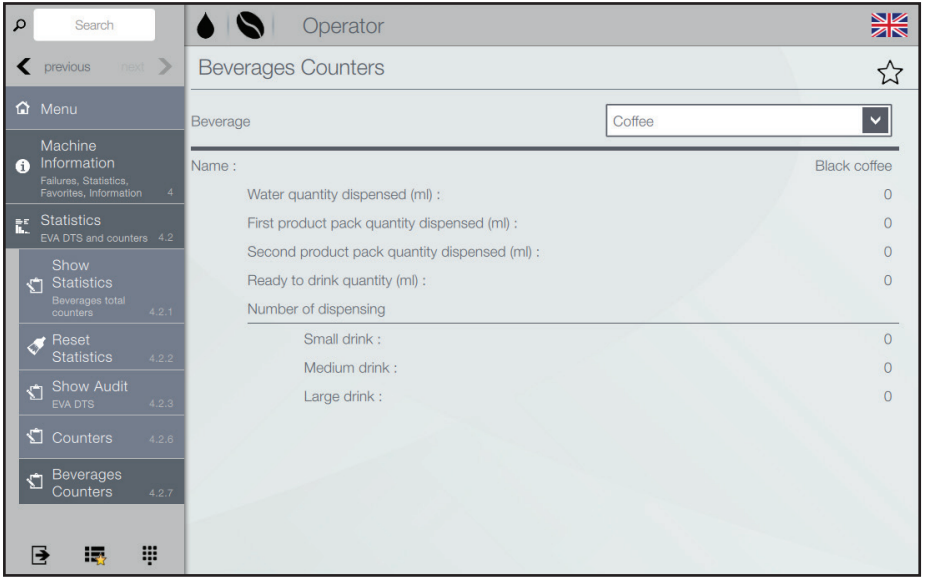

Fig. 6.15- Contoare băuturi
- Atingeți meniul vertical „Băuturi" pentru a selecta băutura dorită (fig. 6.15).